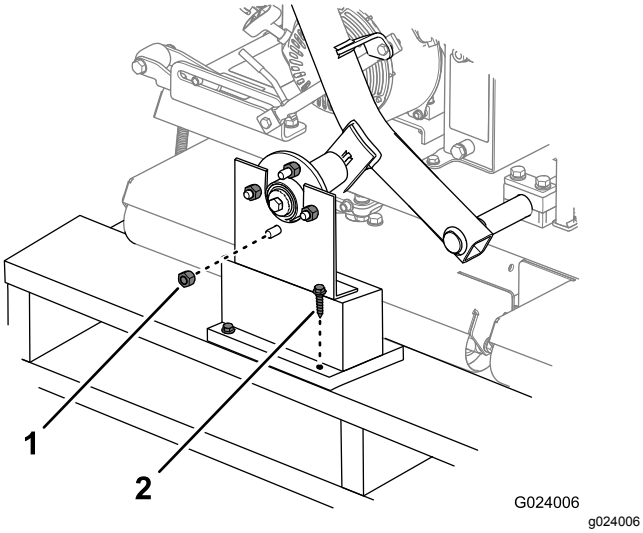

Figur 3
1. Fjern låsemøtrikkerne, der fastgør hjulnavene til leveringsbeslagene (Figur 3). Fjern ligeledes møtrikkerne, der er skruet på hjulnavenes tapper.